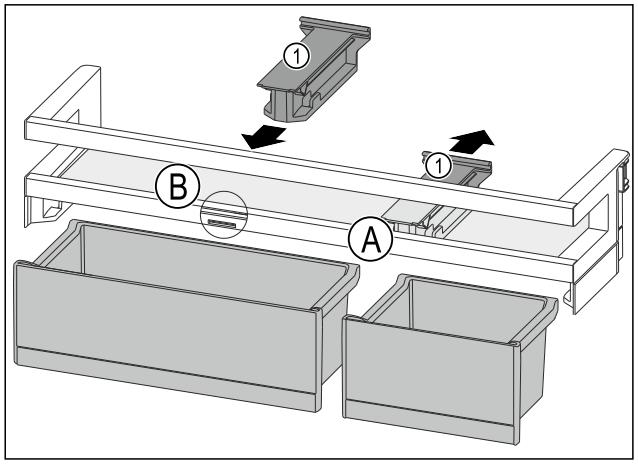

Fig. 146
▶ Take off the holding part *Fig. 146 (1)* in position *Fig. 146 (A)* backwards.
▶ Insert the holding part *Fig. 146 (1)* in position *Fig. 146 (B)*.